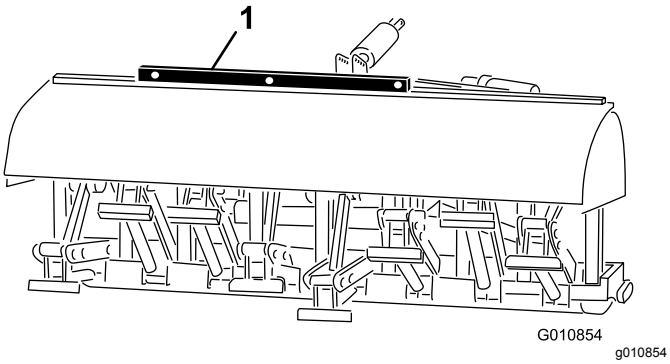

Figur 29
2. Plasser et vaterpass øverst på luftemaskinrammen, for å kontrollere om den står riktig på tvers (Figur 29).